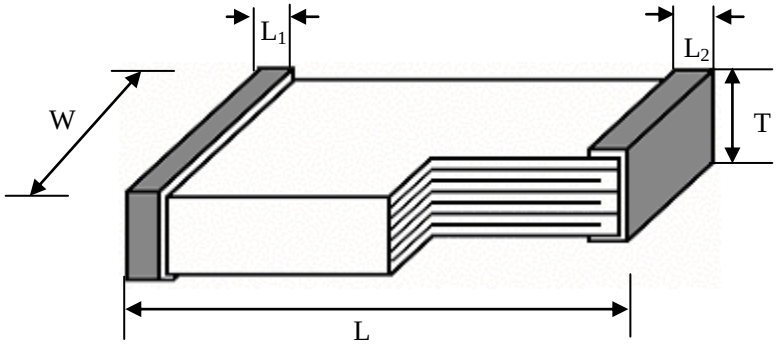

图 1 产品外形示意图
3.2.1 要求: 产品的外形和尺寸应符合图 1 及表 1 的要求。